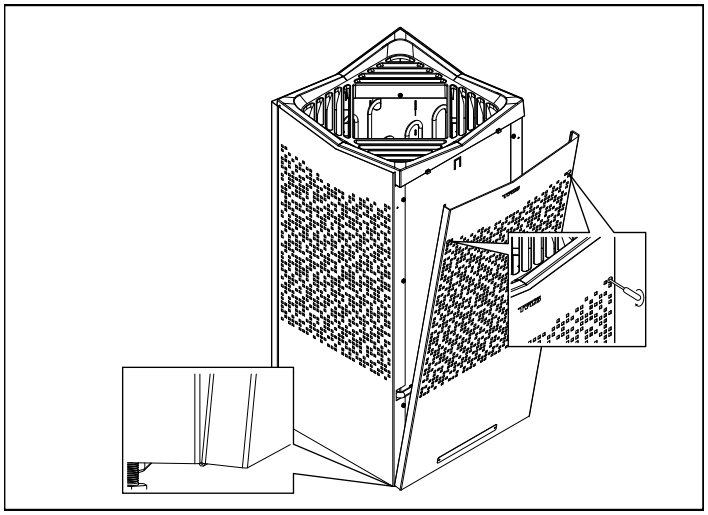

Afb. 10: Haak en schroef de voor- en achterpanelen aan de achterkant vast
3. Sluit de voedingskabel aan (zie afbeelding 10) volgens het bedradingsschema (zie afbeelding 16).
7. Haak de voorpanelen vast en draai de schroeven vast (zie afbeelding 10).